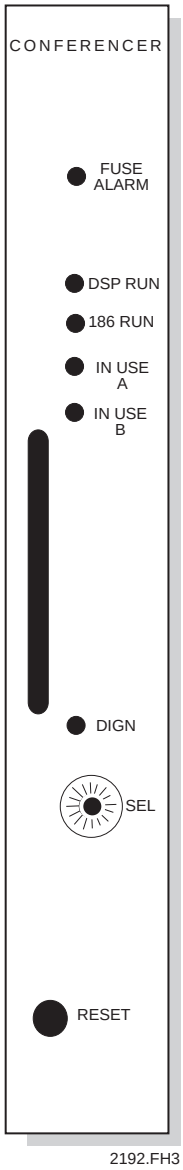

***Figure 5-4. Phone Conferencer Front Panel***
***Front Panel Controls and Indicators.*** The front panel is illustrated in **Figure 5-4. Table 5-4** defines the control and indicator functions.